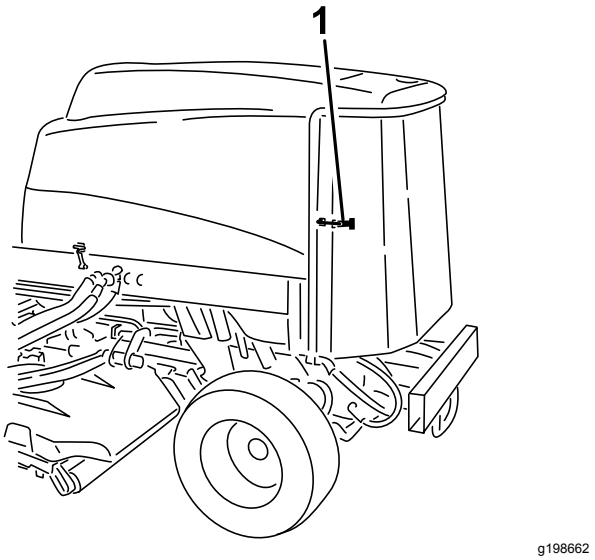

Figuur 112
2. Ontgrendel en draai het achterscherm open (Figuur 112).